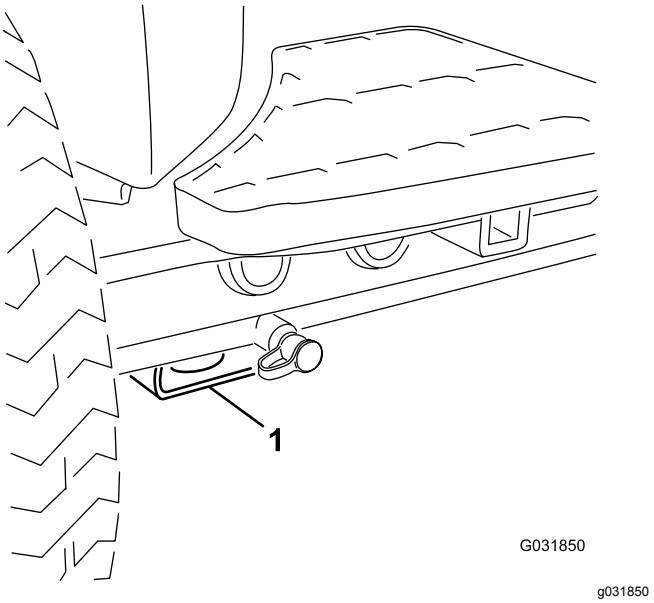

Figur 71
- Foran – rektangulær plate under akselrøret, innenfor hver av de fremre festepunktene (Figur 71).